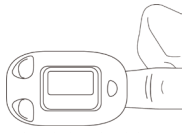

Figure 5 Placer le doigt dans la bonne position
- Le doigt doit être placé correctement (voir figure 5 ci-jointe), car un assemblage incorrect ou une position de contact incorrecte du capteur influencera la mesure.
2) Ouvrir la pince comme illustré à la figure 5.